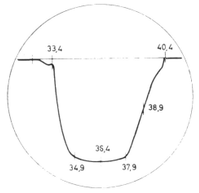

Abb. 4
| über Koppelbecher an Rö 2 des VHF-Kanalwählers | über Wobbler | 36,4 MHz | 10 11 12 | Kurve nach Abb. 4; Kurvenform durch (12) einstellen; dabei wechselseitig (10) (11) nachstellen; bei mehr als 2 Kernumdrehungen ist (9) nachzugleichen. |
| über Koppelbecher an Mischröhre PC 86 des UHF-Kanalwählers | über Wobbler | 36,4 MHz | 13 14 | Kurve nach Abb. 4 mit 13,14, einstellen, ggf. Abgleich 13,14 und bei VHF 10,11, 12 einmal wechselseitig vornehmen (geringfügige Abweichungen VHF/UHF-BZF-Kurve sind bedeutungslos) |